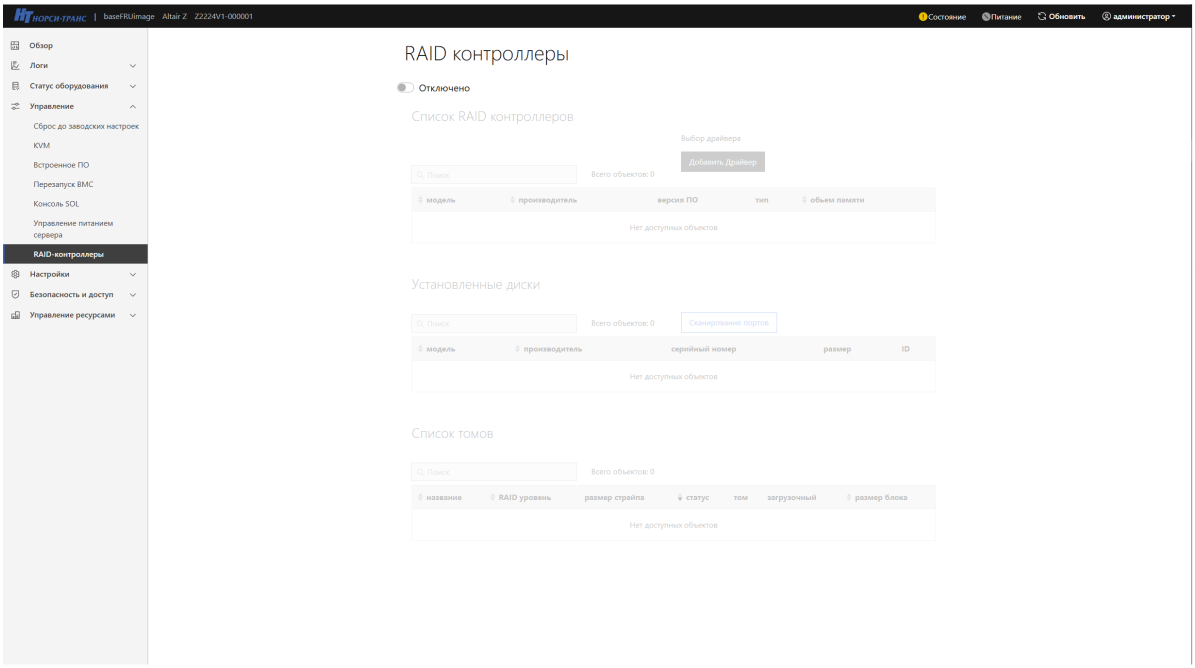

Рис. 85. Окно «RAID контроллеры»
7) Пройдите во вкладку «Управление» → «RAID контроллеры» в данной вкладке отображается список подключенных RAID контроллеров. Окно показано на рис. 85 Окно «RAID контроллеры»